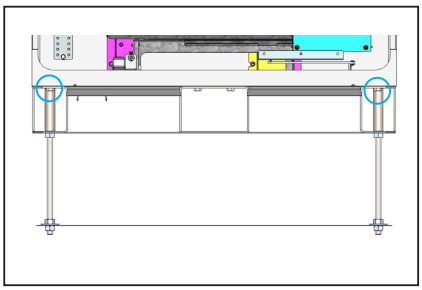

Figure 24: Step 4.
Step 4: Tighten the 4 x M16 nuts with washers onto the threaded rods already installed in the base (as a reference, they should be at the height of the decorative panel), then refit the front decorative panel, **Figure 24**.